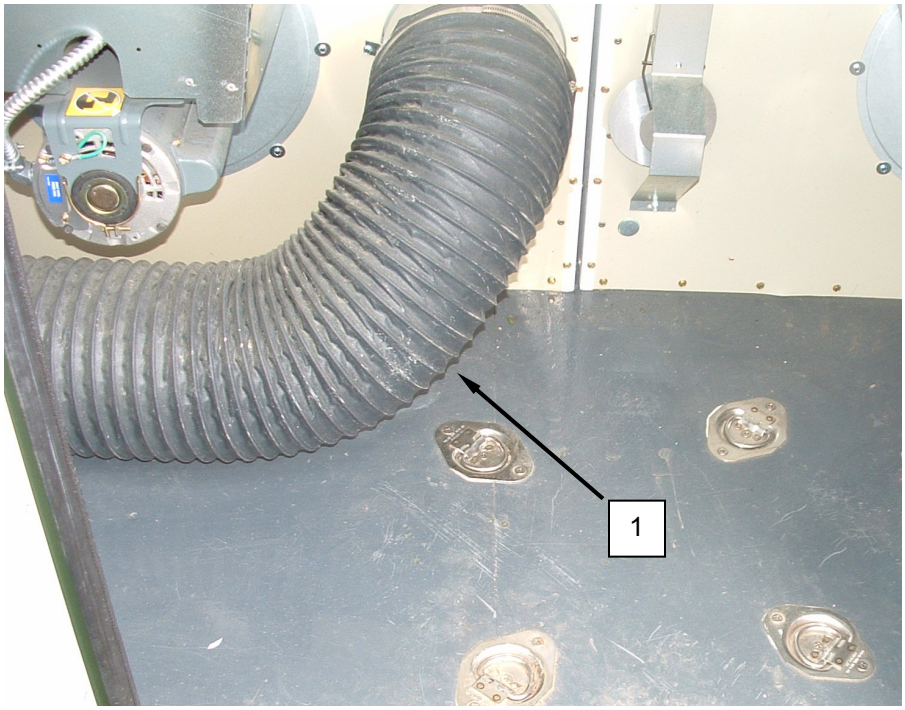

Figure 3. Replace the Dryer Exhaust Ducts.
2. Remove clamps retaining ducts **(Figure 3, Item 1)**.
3. Install replacement ducts **(Figure 3, Item 1)**, and retain with clamps.